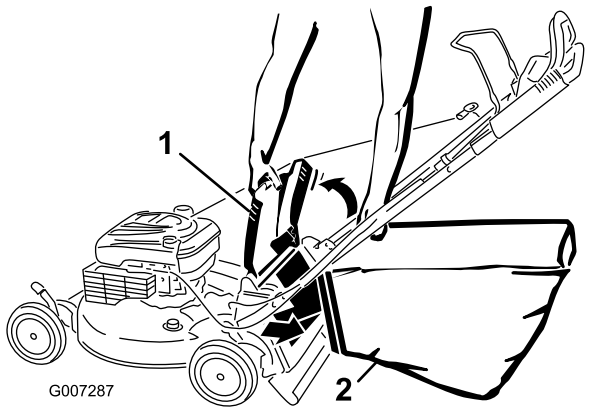

**Figuur 21**
4. Hang de bovenrand van de voorzijde van de vanger aan de inkepingen (Figuur 21).